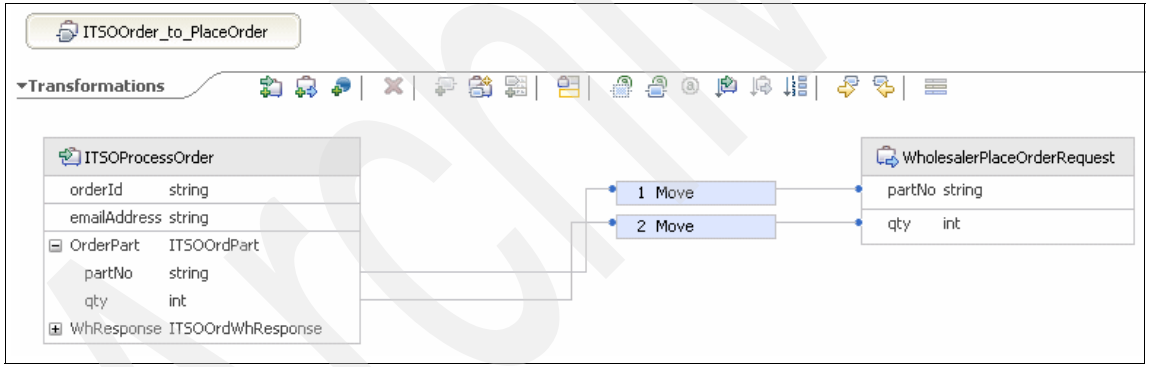

Figure 10-84 Data map ITSOOrder_to_PlaceOrder
e. Build the business object map ITSOOrder_to_PlaceOrder in the ITSOElectronics module, as shown in Figure 10-84.